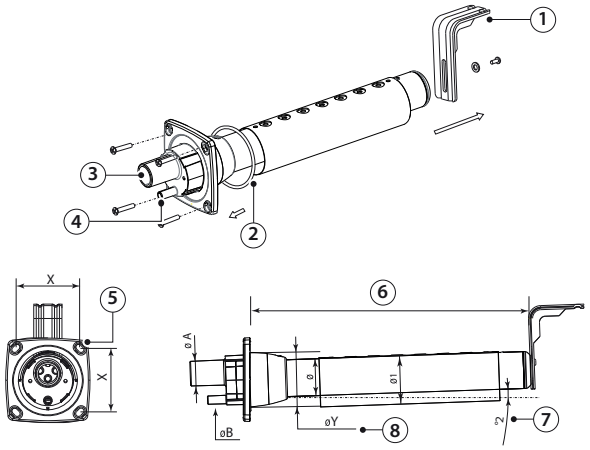

Fig. 3.b-1
2. L-formad fästbygel (se detalj 1, fig. 3.b) levereras med ångfördelarens modeller från DP085* till DP205*. För kortare längder kan bygeln levereras som tillval (art.nr 18C478A088).